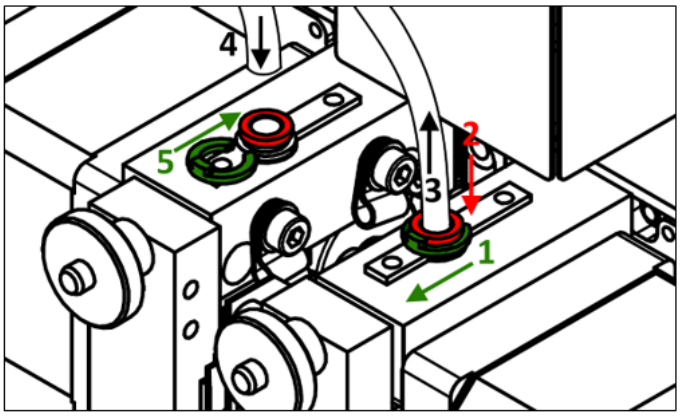

Rys. 7 Wyjęcie rurki doprowadzającej z ekstrudera
5. Wysuń blokadę w kształcie litery C (rys.7, krok 1) ze złączki.
6. Wciśnij blokadę złączki (rys.7, krok 2) i równocześnie wyjmij rurkę doprowadzającą ze złączki poprzez pociągnięcie jej w górę (rys.7, krok 3).
8. Wsuń rurkę doprowadzającą z powrotem do otworu złączki aż do oporu – około 2cm (rys.7, krok 4), a następnie wsuń blokadę w kształcie litery C (rys.7, krok 5).